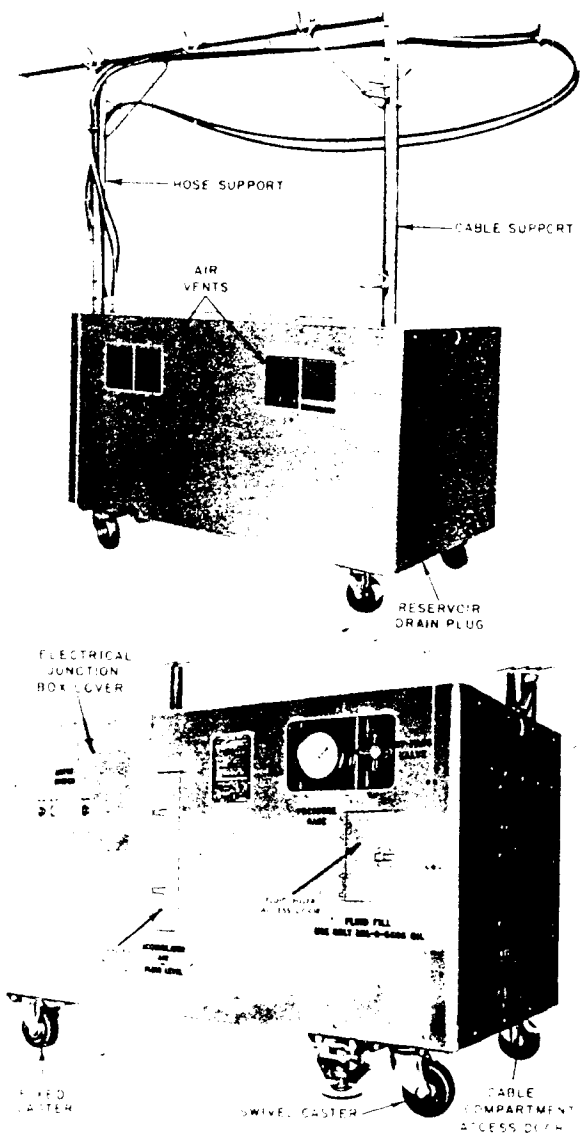

*Figure 96. Missile hydraulic test stand.*
*a. General Description* (fig. 96). The missile hydraulic test stand provides a source of high-pressure hydraulic fluid for filling and testing the missile hydraulic system. It has a maximum flow of 2 gallons per minute at a pressure of 2,000 pounds per square inch. The hydraulic test stand supports the missile rf test set and the electrical test set during a completed missile checkout. The electrical cables and hydraulic hoses are supported by the two swinging boom assemblies. Table XL shows the characteristics of the major components of the test set.